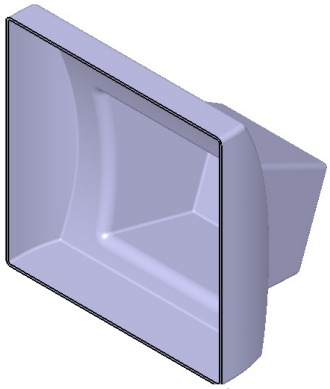
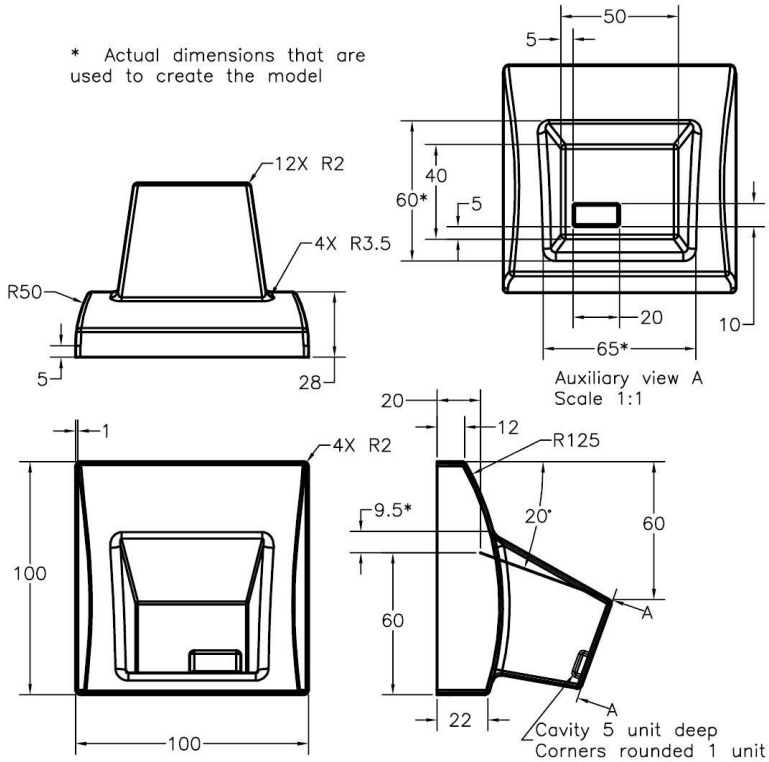
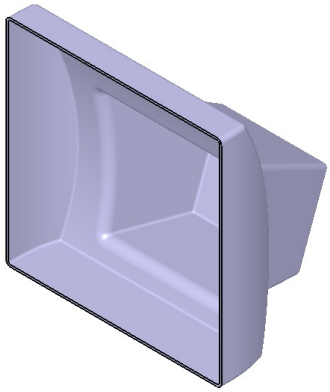

Figure 11-68 *Back cover of a toy monitor*
Figure 11-69 *Orthographic views and dimensions of the model for Tutorial 1*
Figure 11-85 *Final model for Tutorial 1*
In this tutorial, you will create the model of the back cover of a toy monitor shown in Figure 11-68. To create this model, you will use the tools in the Wireframe and Surface Design workbench and the Part Design workbench. After creating the surface model, you will convert it into a solid body. The orthographic views and dimensions of the model are shown in Figure 11-69.
e. Fillet edges and shell the model, refer to Figure 11-85.
6. Add other features such as pocket, fillet, and a shell to the model using the tools in the **Part Design** workbench. For dimensions, refer to Figure 11-69. The final model is shown in Figure 11-85.